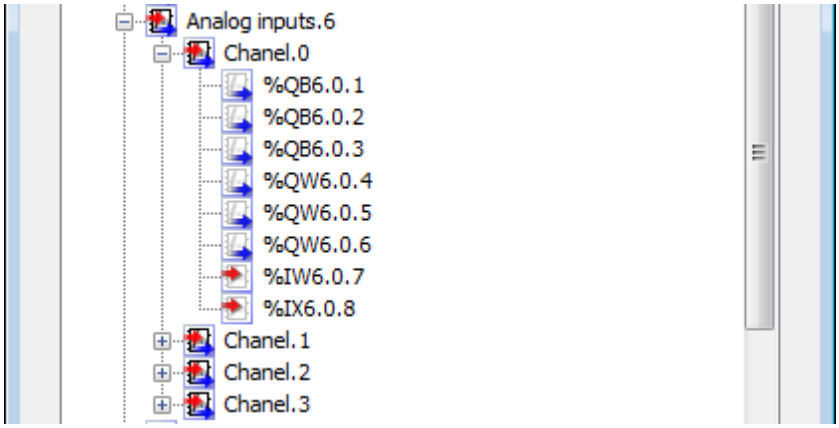

Рисунок 35 - Переменные Analog inputs
5.3.6 Аналоговые входы описываются четырьмя группами переменных Chanel.0 … Chanel.3, см. рисунок 35. Назначение переменных перечислено в таблице 15.